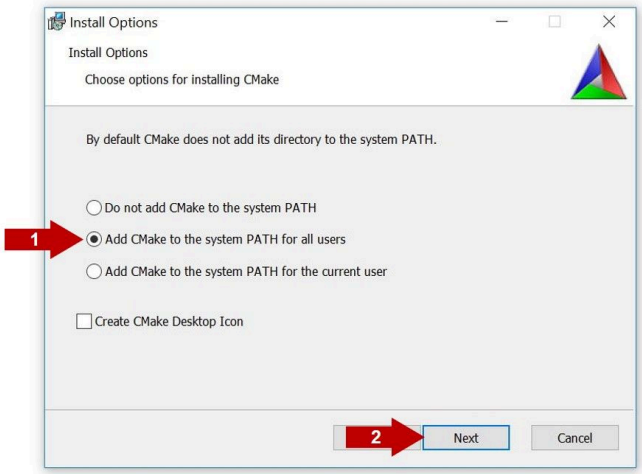

Figure 76. Add CMake path
6. As part of the CMake setup, (1) ***Add Cmake to the system PATH for all users*** and (2) click ***Next*** as shown in Figure 76: